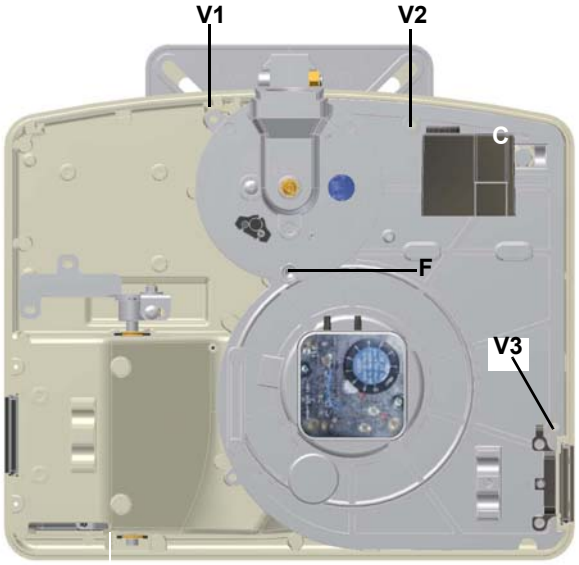

Fig. 31
- montaggio esame e pulizia testa di combustione (vedi Fig. 31 e successive).
1 togliere la piastra componenti **C** del bruciatore, rimuovendo le 4 viti **V1**, **V2**, **V3** e il perno di fissaggio **F** (Fig. 31);